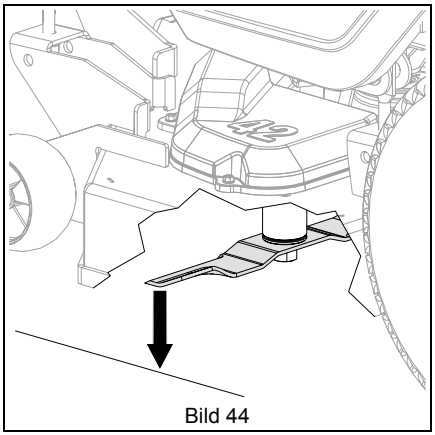

Bild 44
3. Mät avståndet till marken till eggen på bladet på båda sidor av maskinen. Se Bild 44.